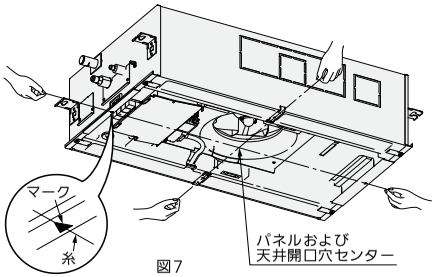

図7
③また、室内ユニット下面の▲マーク刻印をひもで結ぶとパネルおよび天井開口穴センターになります。（図 7）
＊ 図 7 は、22 ～ 90 形です。112 ～ 140 形も同様に作業してください。